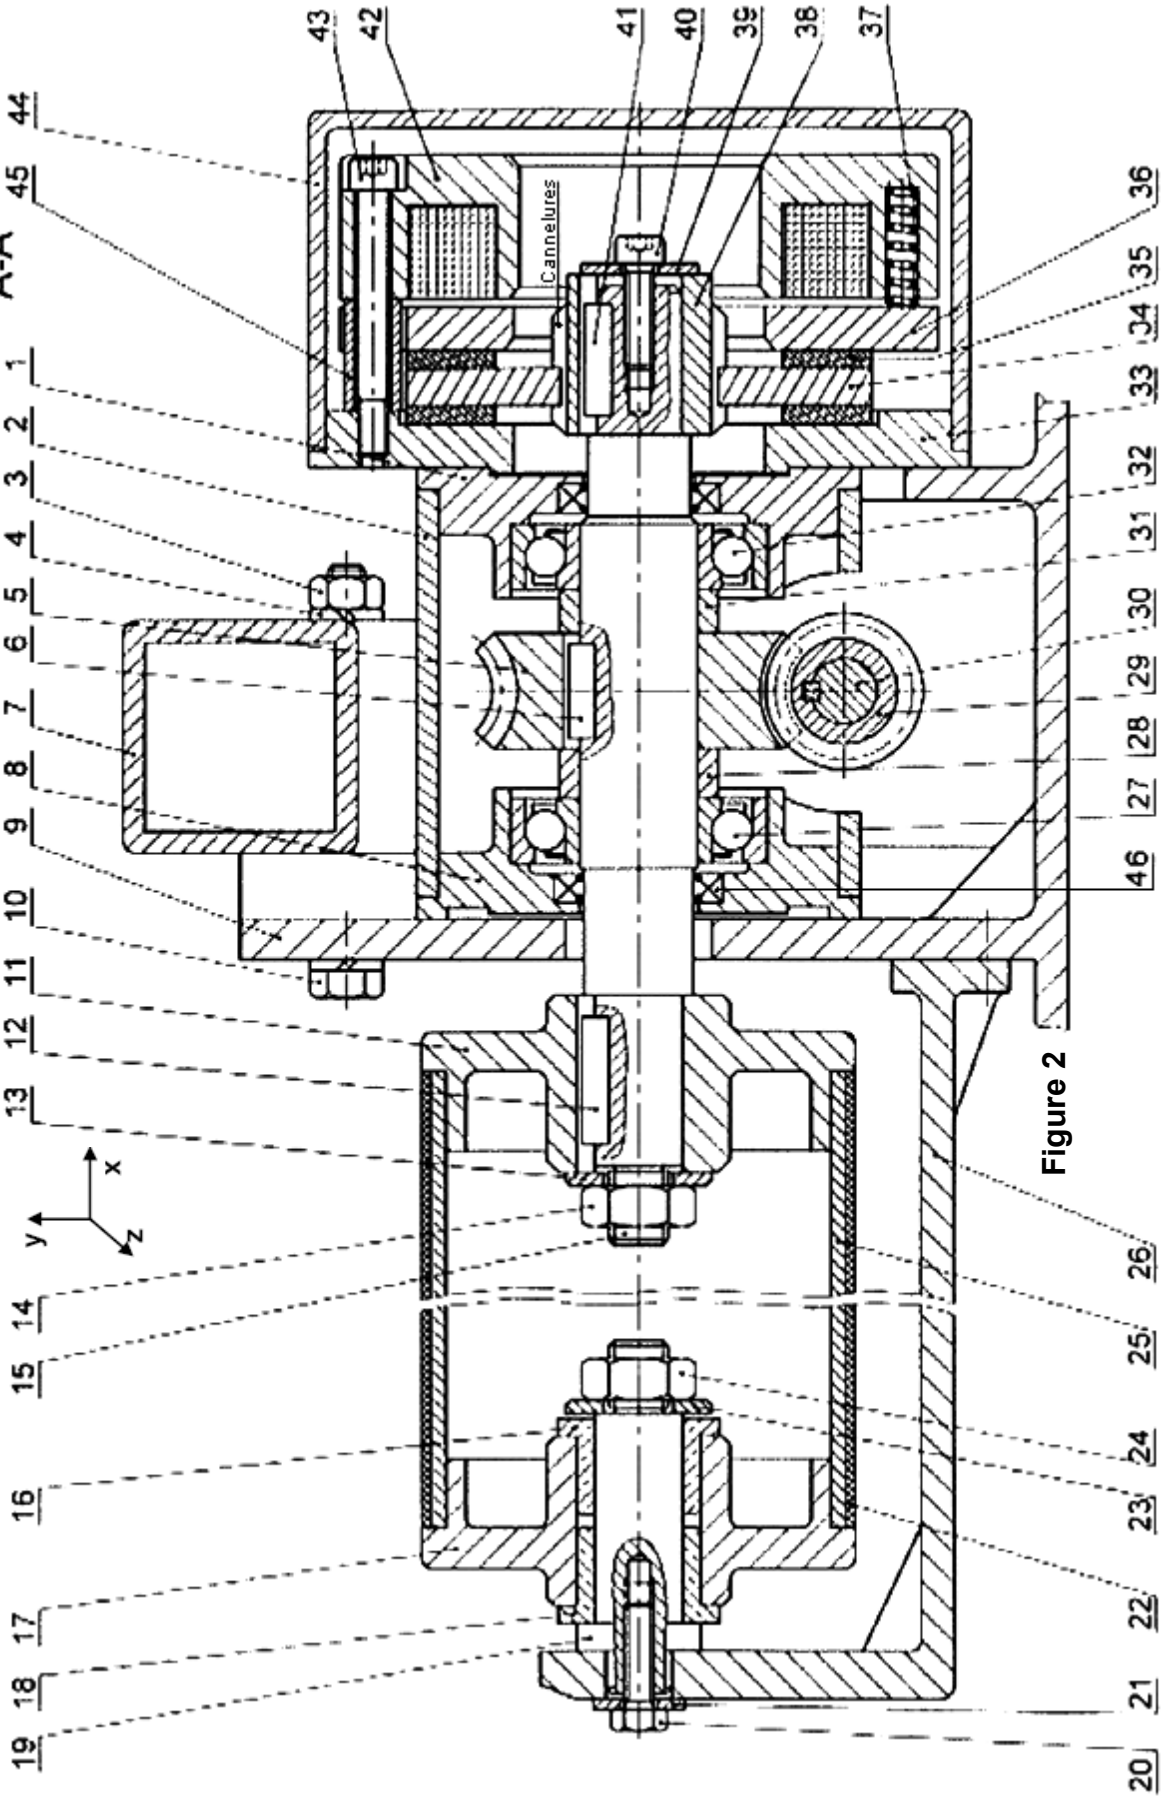

Figure 2
Le dessin d'ensemble **Figure 2** représente le mécanisme qui permet l'entrainement du tapis roulant 22. La transmission de la rotation de l'arbre d'entrée 30 vers l'arbre de sortie 15 est réalisée par l'intermédiaire du réducteur constitué par la roue dentée 5 et la vis sans fin 29. A l'arrêt du moteur, le frein électromagnétique permet le freinage de l'arbre de sortie 15.
a.4- Analyse fonctionnelle de la partie opérative : En se référant au dessin d'ensemble du mécanisme d'entraînement du tapis **Figure 2**. **Compléter** le diagramme FAST partiel, de la fonction technique, en précisant les solutions constructives ainsi que les fonctions techniques manquantes ?